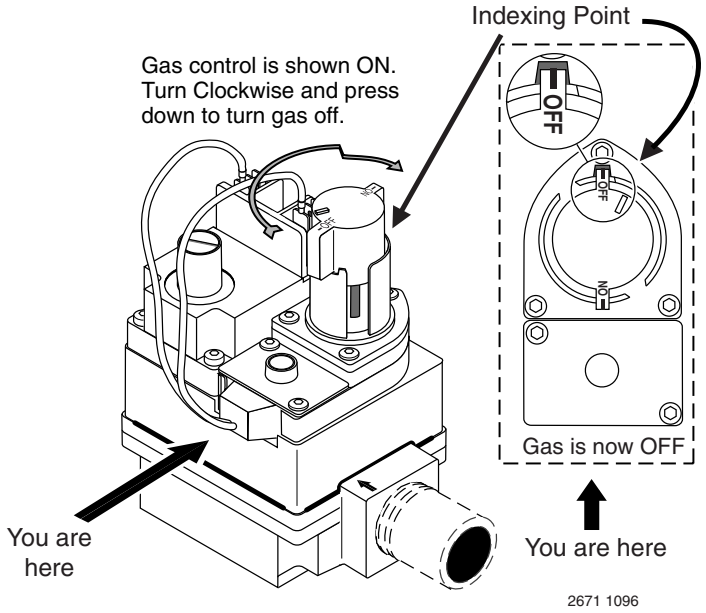

FIGURE 4: Turning Gas Control OFF
6. Turn the knob on the gas control clockwise (↷) to the black line, depress slightly, and turn to "OFF" position. See Figure 4.
4. Turn the knob on the gas control clockwise (↷) to the black line, depress slightly, and turn to "OFF" position. See Figure 4.